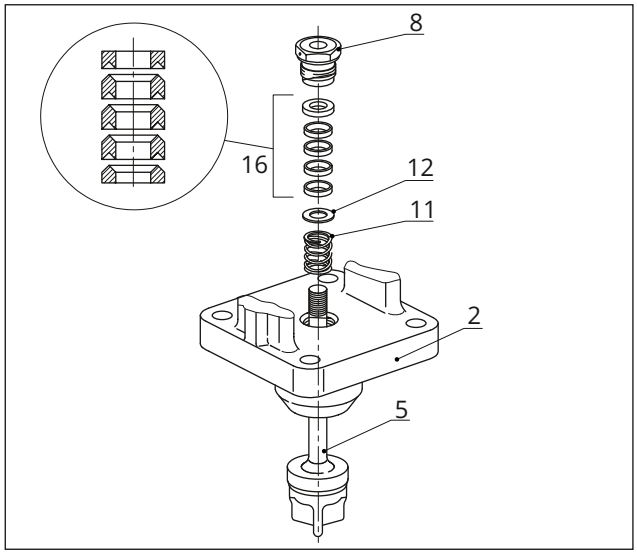
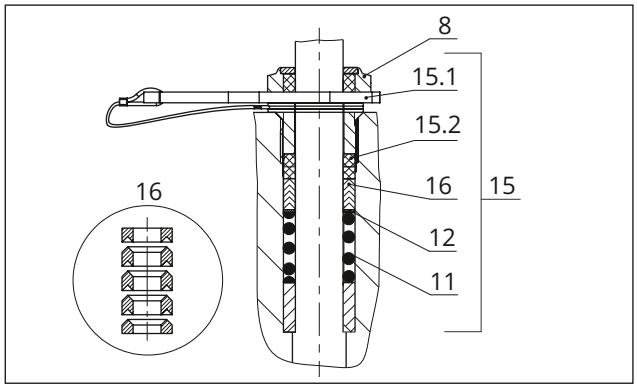

图 30: 标准填料
图 31: ADSEAL 填料
10. 将法兰 (2) 放在阀体上。
11. 使用合适的工具小心地将填料部件滑过阀杆进入填料函。遵循正确的顺序（请参见 图 30）。
12. 将阀芯 (5) 紧紧按入阀座 (4)。用阀体螺母 (14) 固定好法兰 (2)。以交叉方式逐渐拧紧螺母。遵循拧紧扭矩。
13. 拧入并拧紧螺纹衬套 (8)。遵循拧紧扭矩。
14. 将锁紧螺母 (10) 和阀杆接头螺母 (9) 松散地拧到阀杆上。
4. 将红色隔离环 (15.1) 插在螺纹衬套 (8) 与固定环之间（请参见 图 31）。
9. 使用合适的工具小心地将填料部件滑过阀杆延长件进入填料函。遵循正确的顺序（请参见 图 30)。
10. 用螺母 (33) 和螺栓 (32) 固定阀盖。遵循拧紧扭矩。
11. 拧入并拧紧螺纹衬套 (8)。遵循拧紧扭矩。
12. 将锁紧螺母 (10) 和阀杆接头螺母 (9) 松散地拧到阀杆上。
4. 将红色隔离环 (15.1) 插在螺纹衬套 (8) 与固定环之间（请参见 图 31)。
13. 将法兰 (2) 放在阀体上。
14. 使用合适的工具小心地将填料部件滑过阀杆进入填料函。遵循正确的顺序（请参见 图 30 和 图 31)。
15. 将阀芯 (5) 紧紧按入阀座 (4)。用阀体螺母 (14) 固定好法兰 (2)。以交叉方式逐渐拧紧螺母。遵循拧紧扭矩。
16. 拧入并拧紧螺纹衬套 (8)。遵循拧紧扭矩。
17. 将锁紧螺母 (10) 和阀杆接头螺母 (9) 松散地拧到阀杆上。